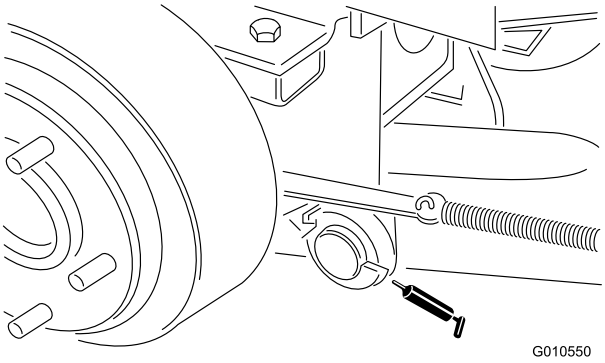

Figur 16
- Højre og venstre løftearms drejetapper (Figur 16)